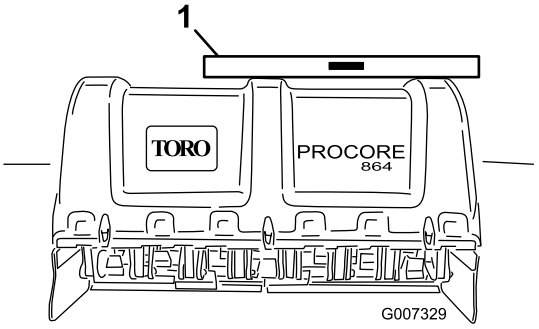

Figur 12
2. Placer vaterpasset oven på dybdelufterens stel for at kontrollere nivelleringen sideværts (Figur 12).